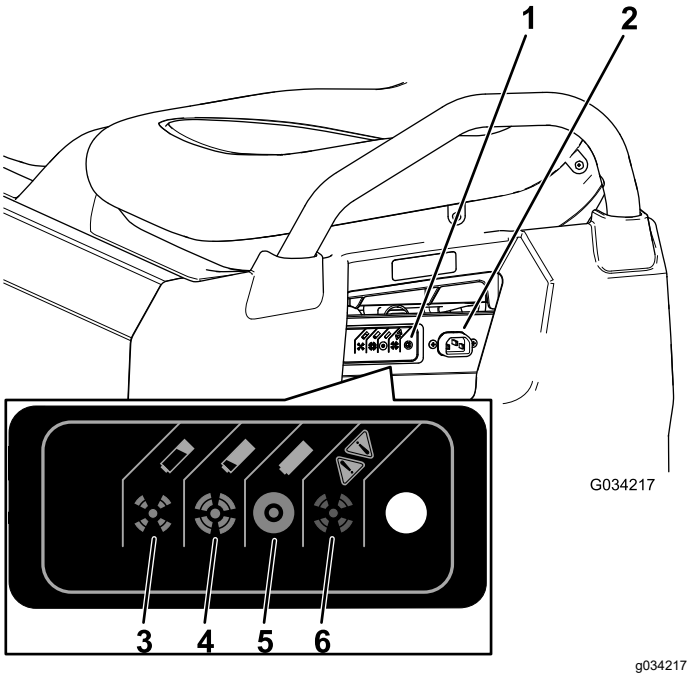

Figur 37
3. Anslut en laddningssladd med **tjocklek 16 (eller större diameter) på maximalt 2,5 m** till maskinens laddningsuttag (Figur 37).
Se följande tabell och Figur 37 för information om vad de olika färgerna på laddarens statuslampa betyder.